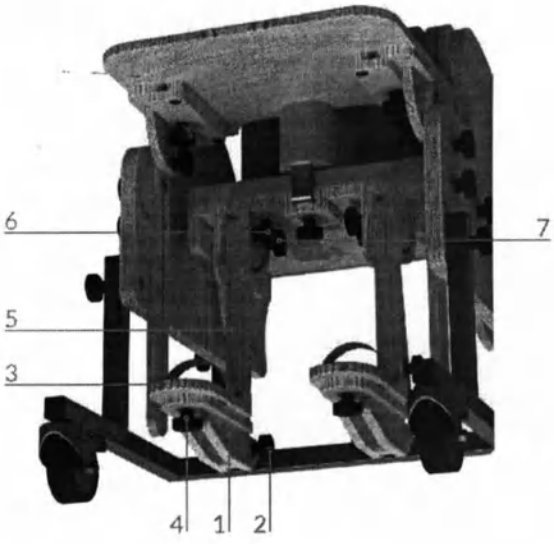

Рис. 8 – Регулировка подножек
Подножка (рис. 8)
2. Ослабив барашки (6) и (7) (см. рис. 8) поднимите направляющие (5) максимально вверх так, чтобы сиденье и направляющие лежали в одной плоскости. Закрутите барашки (6) и (7).
2. Ослабив барашки (6) и (7) (рис. 8) поднимите направляющие (5) максимально вверх так, чтобы сиденье и направляющие лежали в одной плоскости. Закрутите барашки (6) и (7).